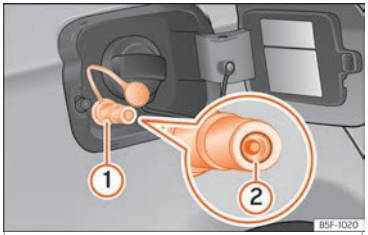

Fig. 305 Open tank lid: gas filler mouth ①, filler mouth retainer ②
- Remove the plug from the gas filler mouth ››› Fig. 305 ①.